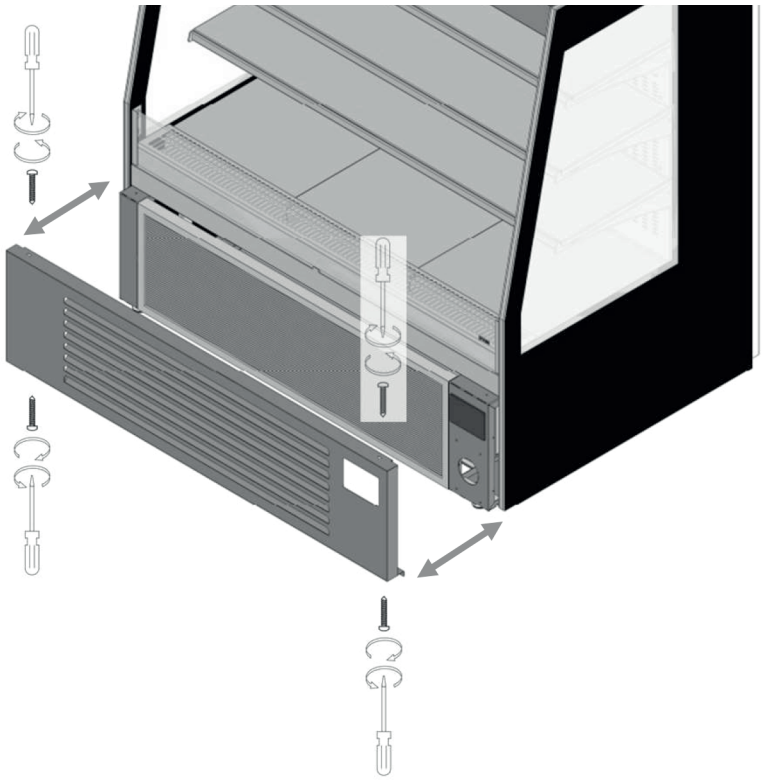

fig. 20
- Per accedere alle parti interne dell'apparecchiatura e per eseguire una adeguata pulizia è possibile, rimuovere la copertura frontale, togliendo le viti di fissaggio presenti nella parte superiore e inferiore della copertura (fig. 20).